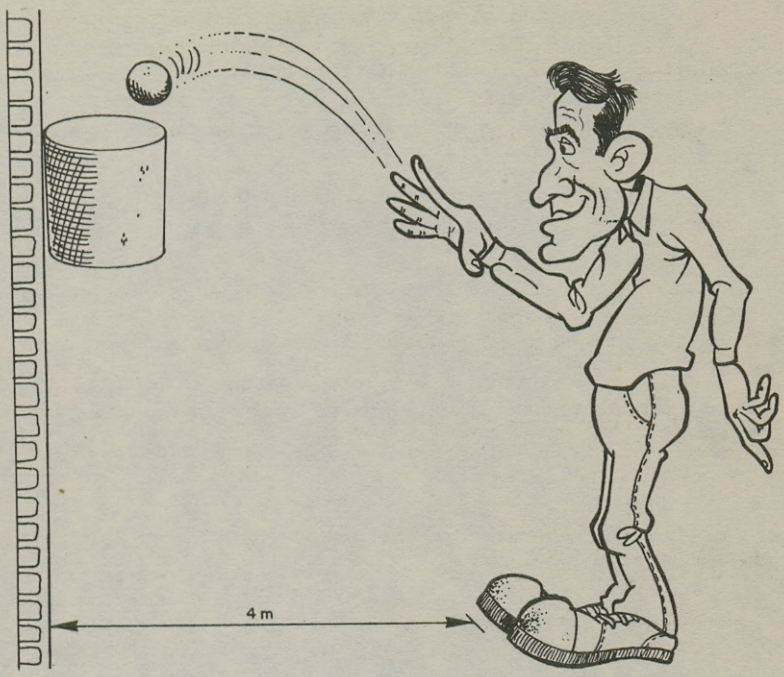

Figura 16
a) Cada jogador terá direito a três lances seguidos, devendo estes serem feitos a uma distância de pelo menos 4 metros do cesto (figura 16).